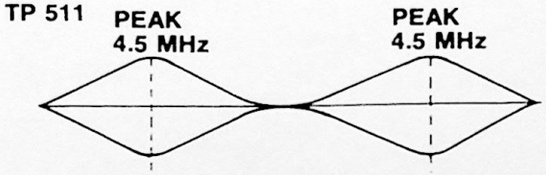

Figure 10. 4.5 MHz Peak Adjust
6. Adjust Peak-A (C530) and Peak-B (C545) on the same board to set peaks at 4.5 MHz (Figure 10).